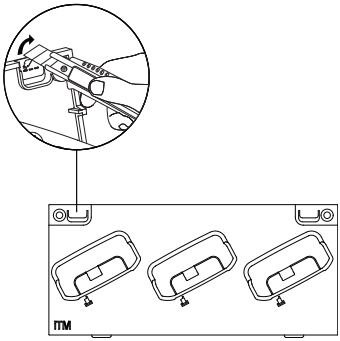

Figure 11 : Brisez ou coupez la plaque détachable du compartiment de charge.
2. Brisez ou coupez la plaque détachable du compartiment de charge pour faufiler le câble de programmation (reportez-vous à la Figure 11).